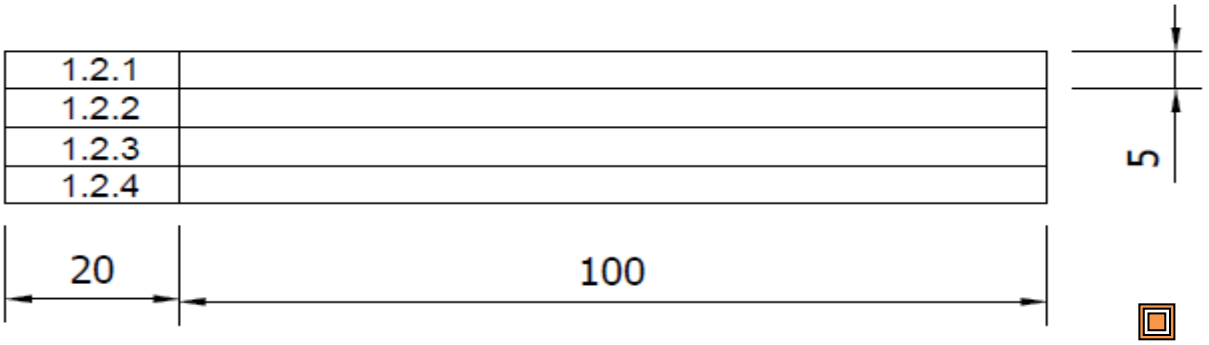

FIGURE 1 (1)
1.1 Draw the answer block shown in FIGURE 1 full sized on the DRAWING SHEET.